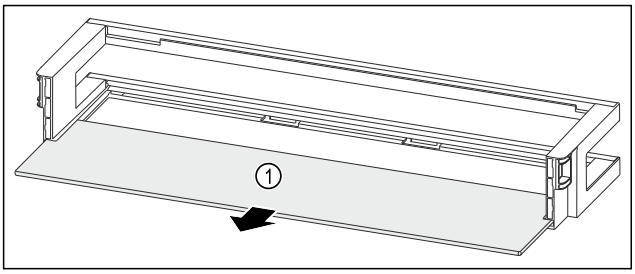

Fig. 212 Balconnet de contre-porte avec tablette de rangement
▶ Retirer la tablette de rangement *Fig. 212 (1)*.